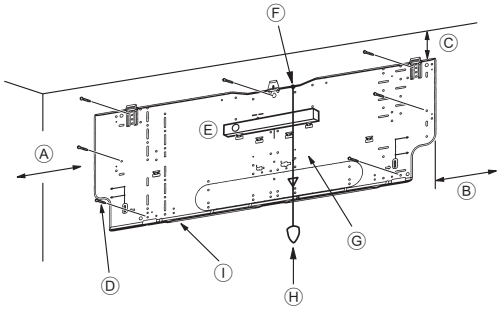

Fig. 3-4
■ PKA-RP□0, □1, 100KAL (Fig. 3-4)